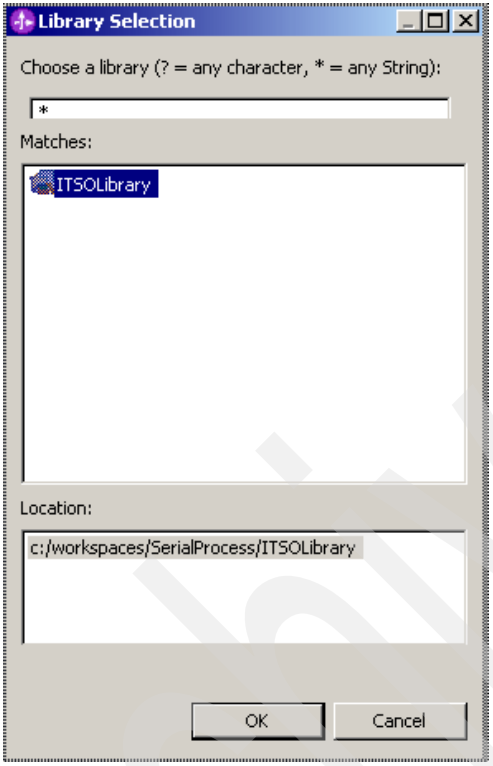

Figure 10-12 Library Selection window
3. In the Library Selection window (Figure 10-12), select the Library project **ITSOLibrary** and click **OK**.